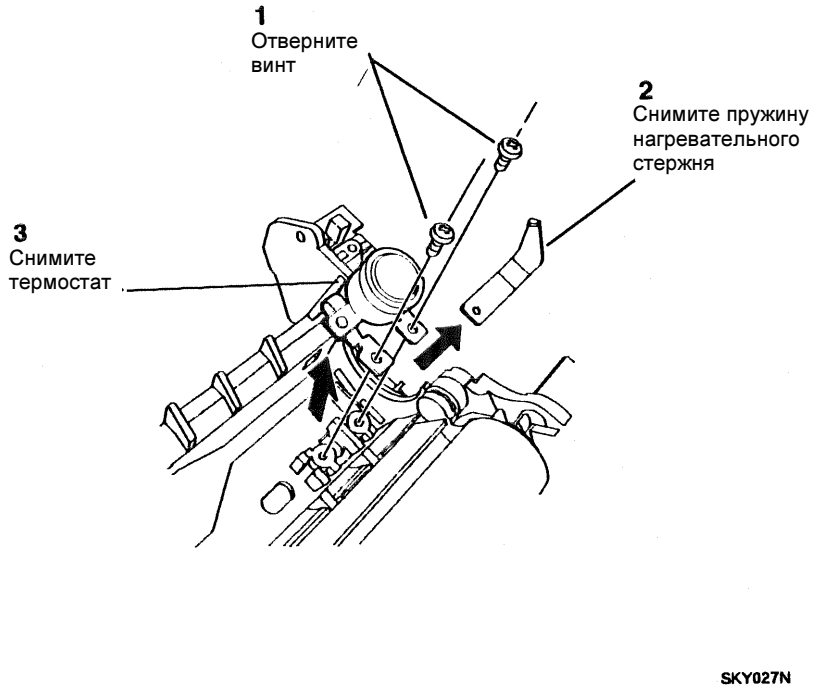

Рисунок 1. Снятие термостата
6. (Рисунок 1): Снимите термостат.